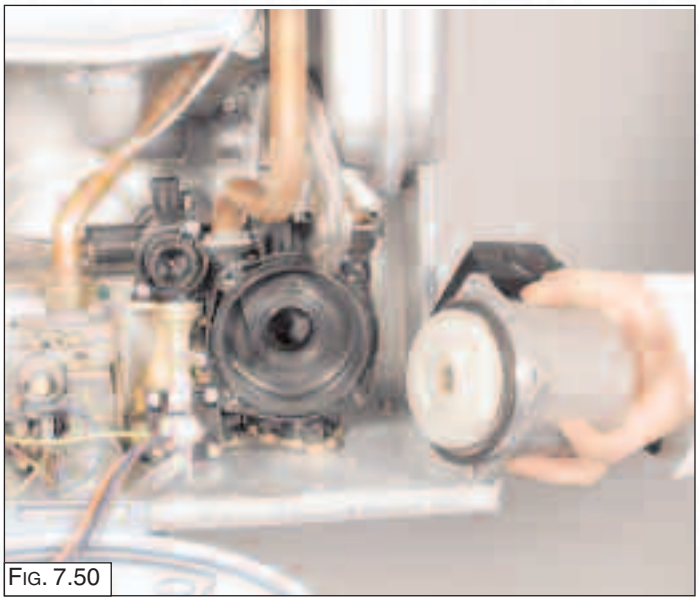

FIG. 7.50
*3.* Remove the pump (Fig. 7.50).